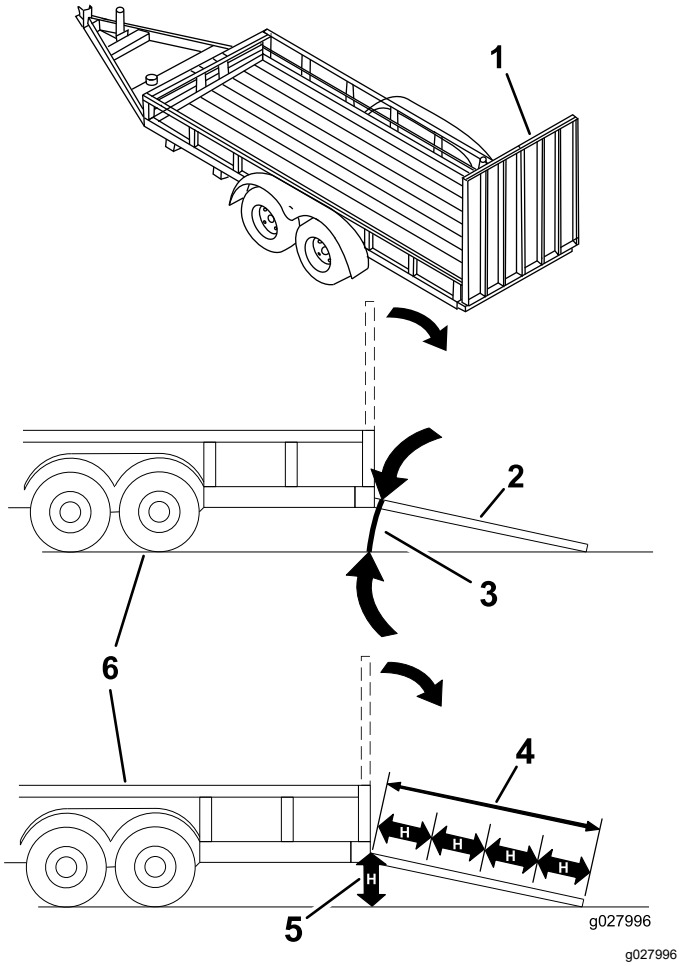

Figur 34
Pålæsning af en maskine på en anhænger eller lastbil øger risikoen for at vippe og kan forårsage alvorlig personskade eller død (Figur 34).
3. Sænk rampen, og sørg for, at vinklen mellem rampen og jorden ikke overstiger 15 grader (Figur 34).
1. Sænk rampen, og sørg for, at vinklen mellem rampen og jorden ikke overstiger 15 grader (Figur 34).